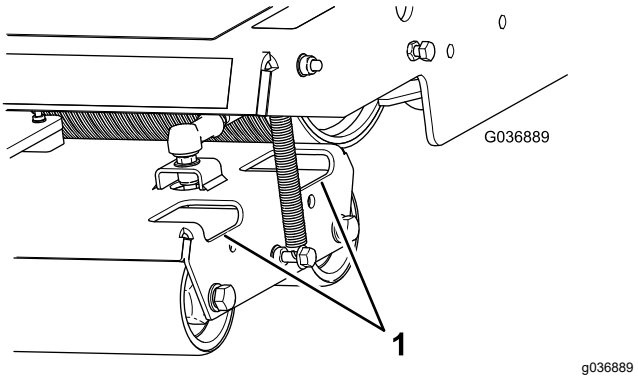

Figur 39
2. Avlägsna smuts och skräp från rullarna genom att spruta vatten genom hålen i rullarnas hus (Figur 39).